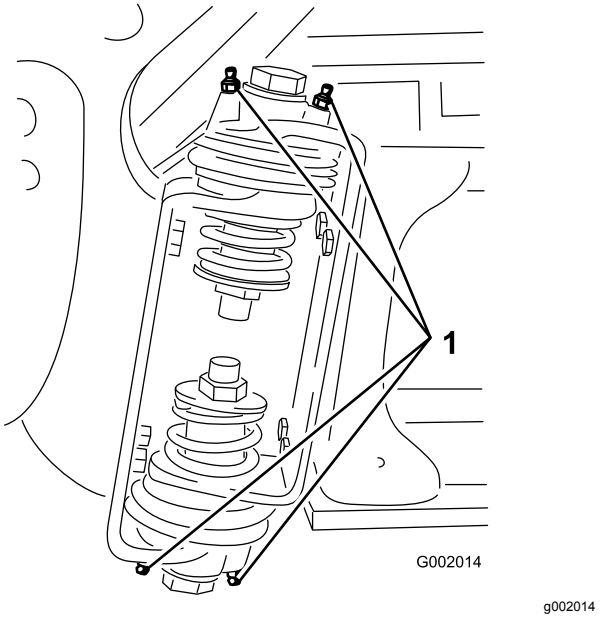

**Рисунок 64**
2. Закачайте консистентную смазку в подшипник или втулку через каждую масленку (Рисунок 64).